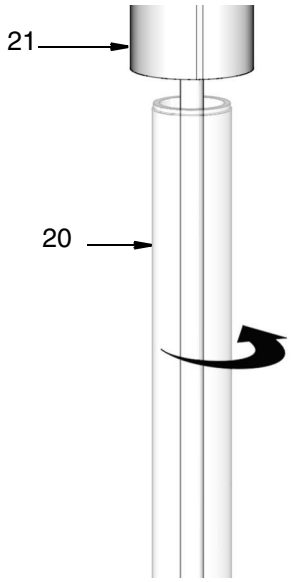

Рис. 15
6. Нанесите тонкий слой консистентной смазки на уплотнение поршня (22*). Установите трубку (20) обратно в основание насоса (21). Затяните с усилием 100 ... 150 футофунтов (135,6 ... 203,4 Н•м) (Рис. 15).